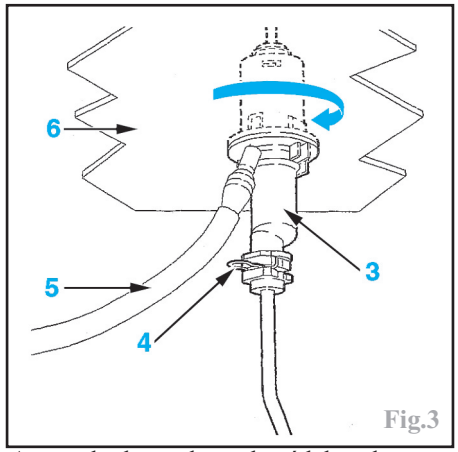

Fig.3
Déposer l'agrafe de retenue (4) du tuyau sur le cylindre émetteur (3) (Fig.3).